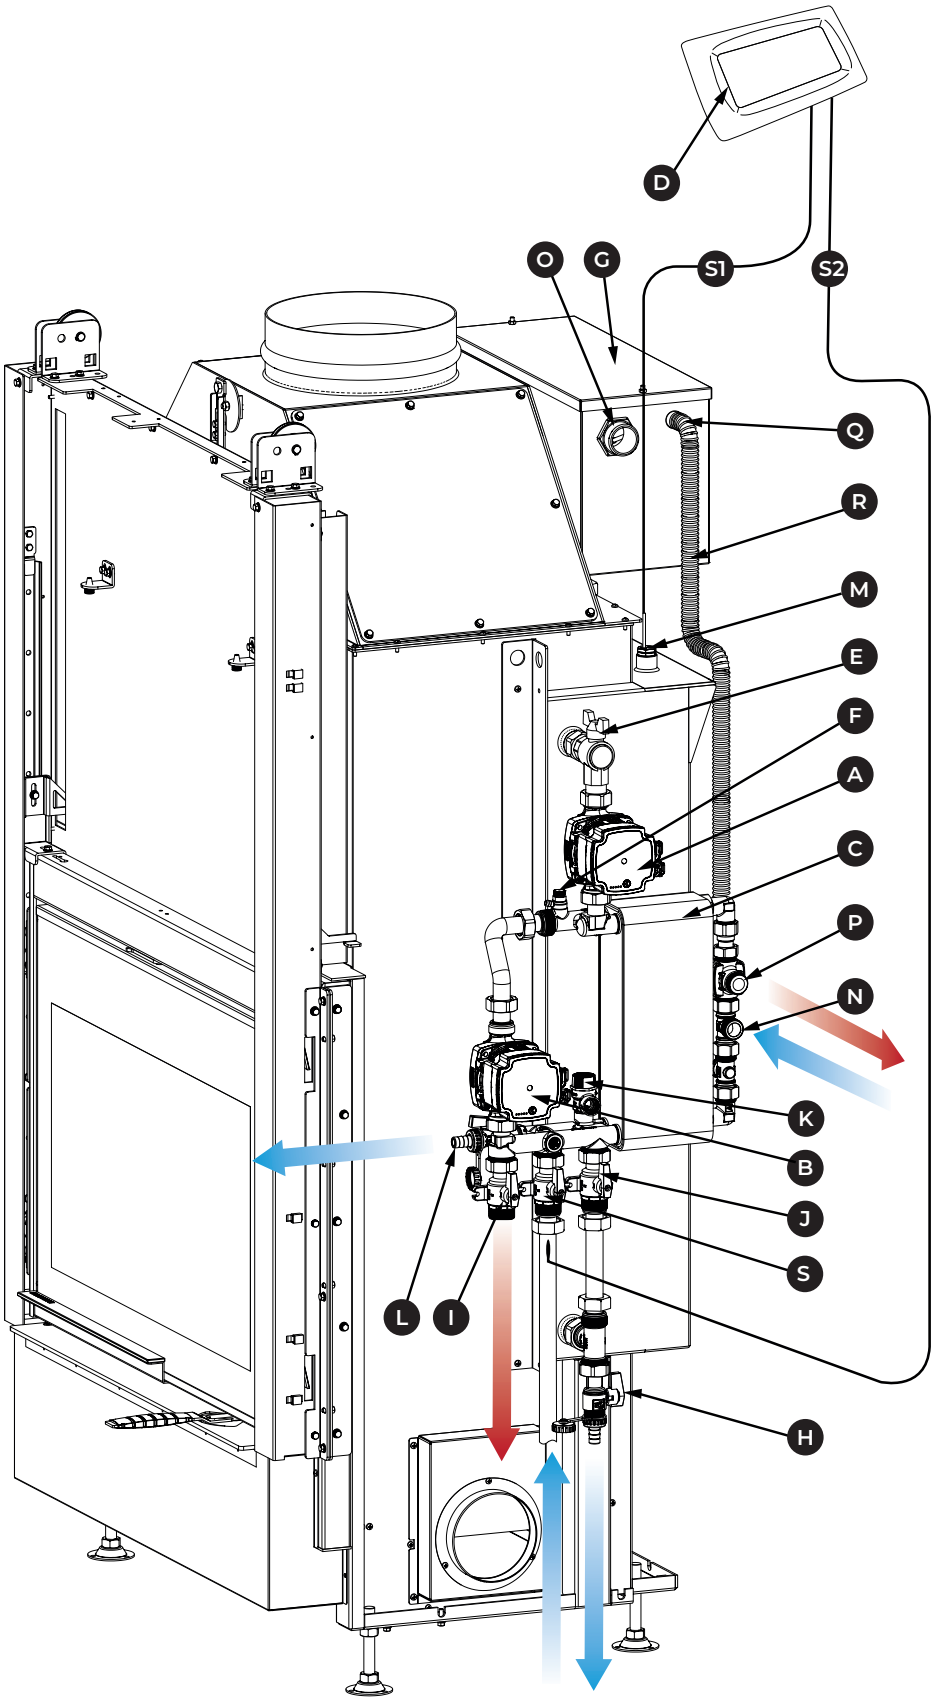

*Abb. 5.9a*
**Beschreibung der Wasseranschlüsse (Abb. 5.9a)**